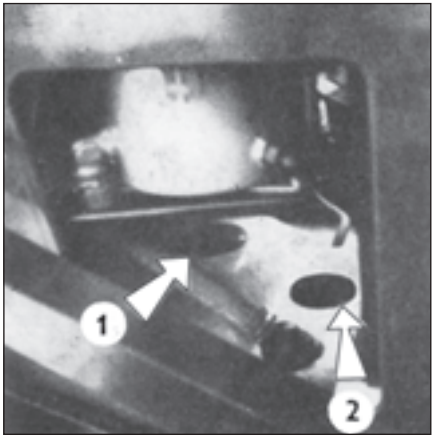

Fig. 36
1. Filling hole to the gear box of the front P.T.O.-shaft (Fig. 36) which will be fitted on special order of the customer.